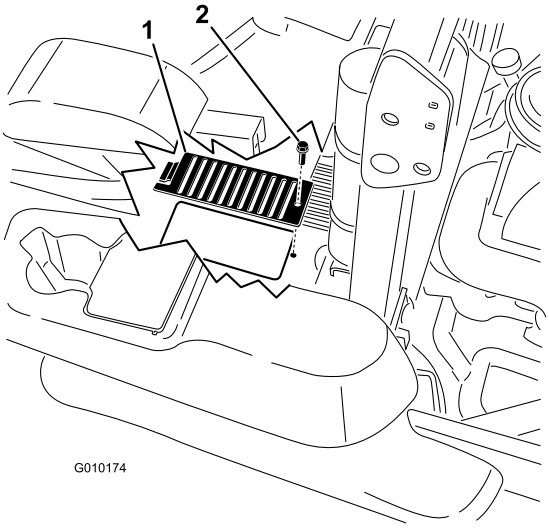

Figur 85
6. Fjern bolten og dækslet på hver målepind (Figur 85).